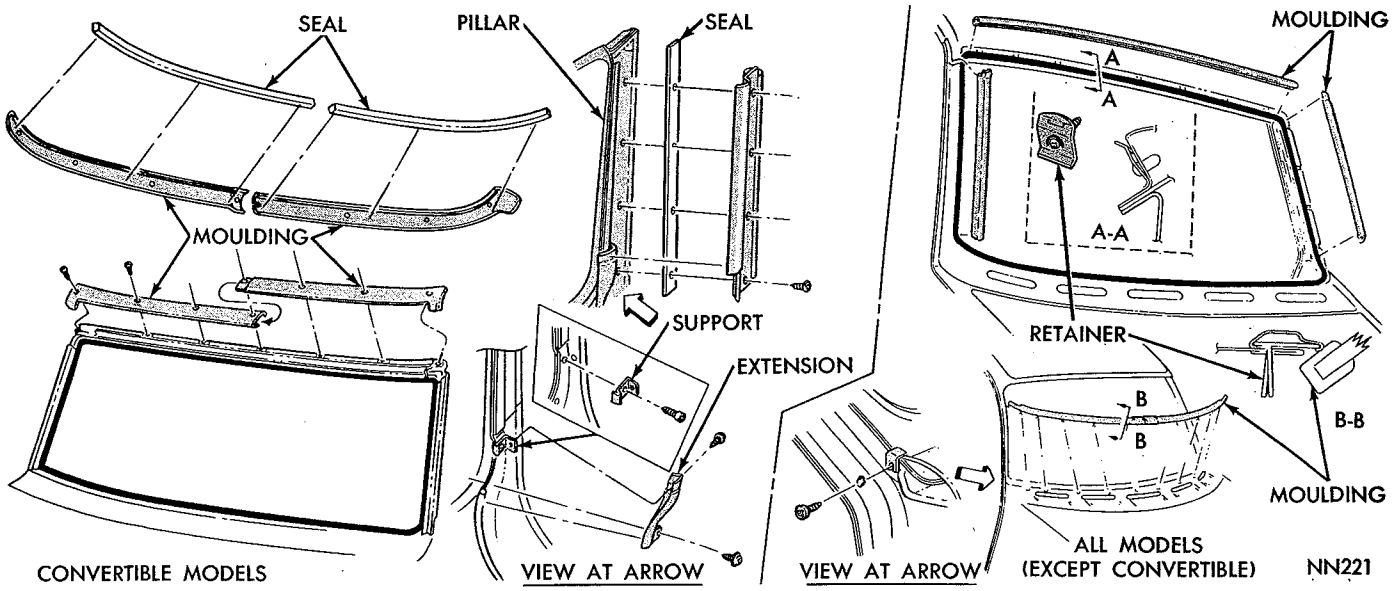

*Fig. 9—Windshield Mouldings (Fury)*
(1) Cover cowl, hood and fender areas with a protective covering.
(2) Remove windshield wiper arms and blades.
(3) Remove windshield outside mouldings (Fig. 9) and inside garnish mouldings.
(4) Remove cowl grille panel.
(5) Using a fibre wedge, loosen weatherstrip from fence at top and sides on inside and outside areas.
(6) With an assistant supporting glass on outside, exert hand pressure at one of the lower corners to force glass and weatherstrip off of fence and seal.
(7) Remove glass and weatherstrip from opening.
(8) Inspect polyethylene seal on windshield opening for damage.
(9) Inspect fence area for burrs or misalignment and correct as necessary.
(10) If original weatherstrip is to be reinstalled, use extreme care and remove from glass.
(11) Remove all cement and sealer from weatherstrip and glass.